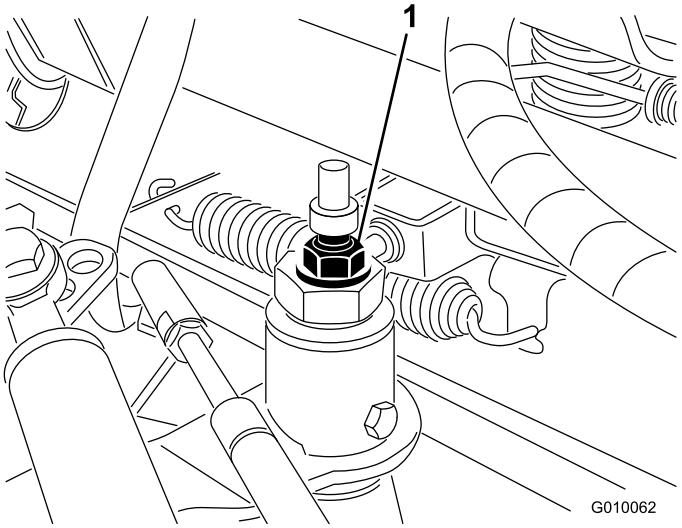

Figure 54
3. Desserrez le contre-écrou de la came de réglage de transmission (Figure 54).